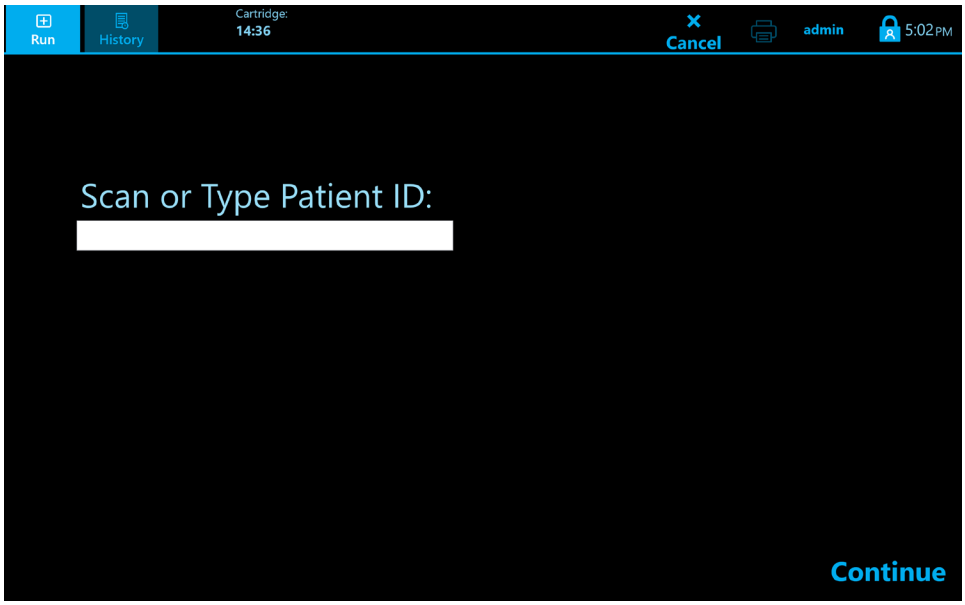

Figure 14. Enter Patient ID Screen
1. The Scan or Type Patient ID screen displays. Scan or type in the Patient ID. If typed, follow by pressing “Continue” (Figure 14).